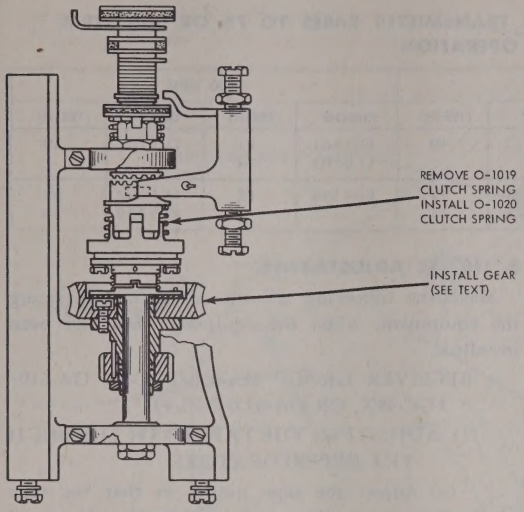

Figure 3-15. Change Required in Main Shaft for 100 WPM (Experimental) Operation
1. Install the gear listed in paragraph (*b*) above in place of the O-1186 (35T) or O-1007 (30T) gear. Install the pinion in place of the O-605 (7T) or O-711 (7T) pinion (60 wpm). See figures 3-15 and 3-16.